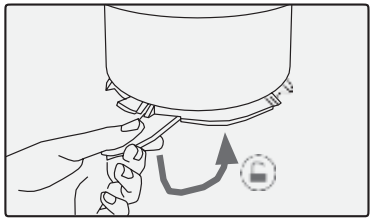

Рис. 17
1. Поверните крепежный зажим на 180° в открытое положение и снимите его с подставки кувшина, как показано стрелками. (Рис. 17 и 18).